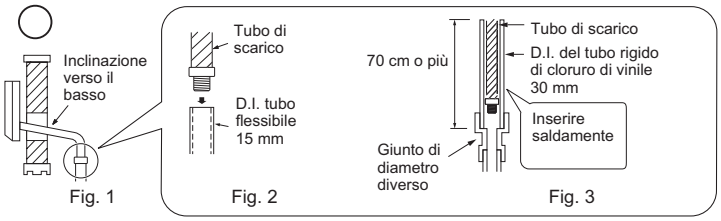

Fig. 1 Fig. 2 Fig. 3
- Per facilitare il deflusso dello scarico, il tubo di scarico deve essere rivolto verso il basso. (Fig. 1)